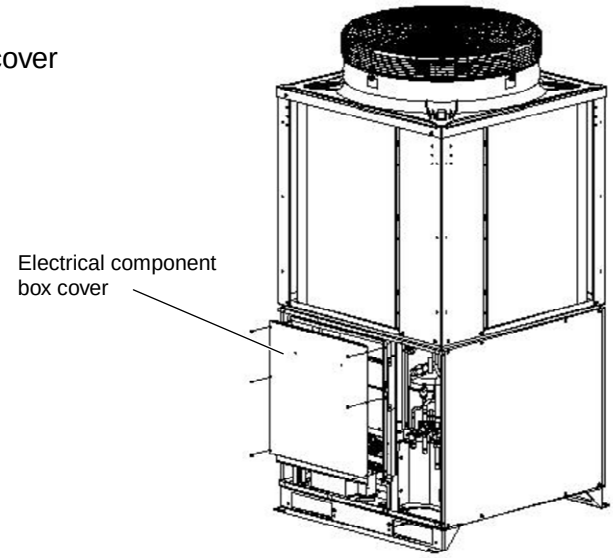

Fig. 3
(1) Remove the electrical component box cover (remove 6 screws). (Fig. 3)